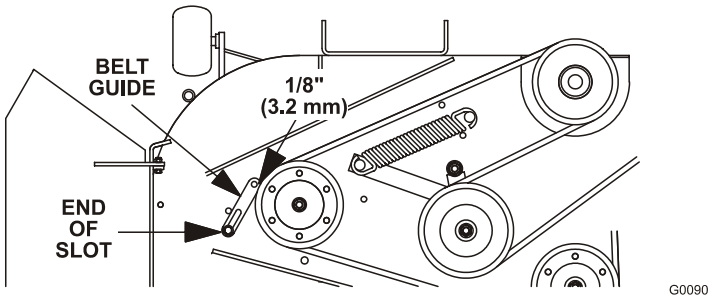

FIGURE 13
c) Note belt guide bolted to deck near the shield support stud and right-hand pulley. Guide should be 1/8” (3.2 mm) away from the belt, with bolt-end of guide near end of slot (See Figure 13).